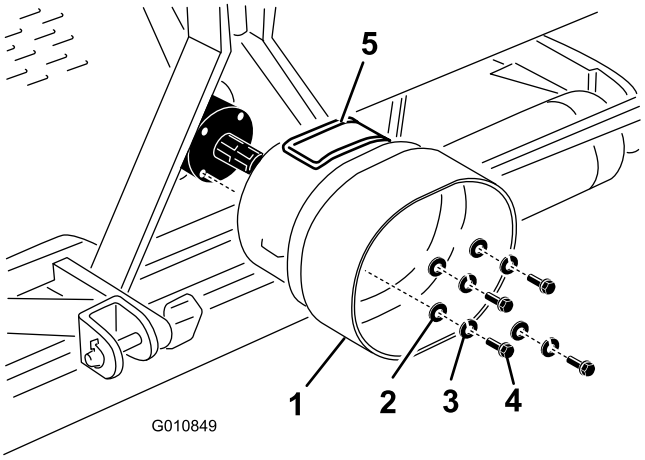

Figur 18
1. Ta bort de 4 bultarna, låsbrickorna och planbrickorna som är fästa på baksidan av luftarens växellåda (Figur 18).
2. Montera kraftuttagsskyddet på luftarens växellåda med fästelementen som du tog bort tidigare (Figur 18). När du monterar kraftuttagsskyddet ska du se till att åtkomstpanelen (Figur 18) är placerad upptill eller på sidan beroende på luftarens ramkonfiguration.
Obs: Du kan öppna åtkomstpanelen (Figur 18) så blir det lättare att ta bort och sätta dit fästelementen för kraftuttagsaxeln.